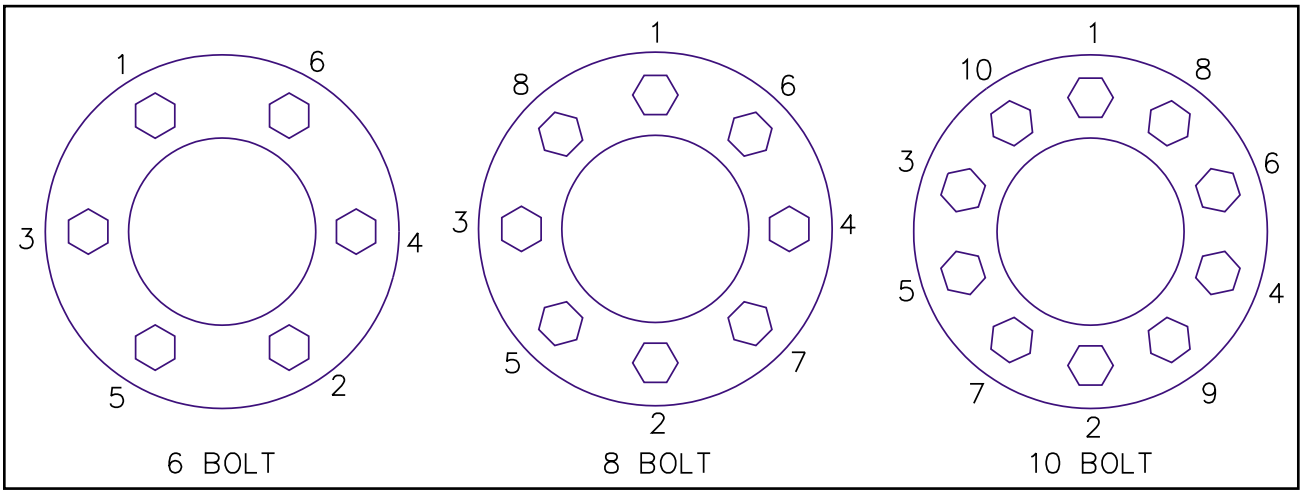

Figure 4-20 Stud Tightening Sequence
c. Install the inner capnuts on the studs and tighten to fifty foot-pounds using the sequence illustrated in **Figure 4-20**. Make certain that the left-handed threads are installed on the driver side of the vehicle and the right-handed threads are installed on the curbside of the vehicle.
d. Tighten the inner capnuts to full torque of 450 to 500 foot-pounds using the sequence shown in **Figure 4-20**.
f. Install the outer capnuts and tighten to 50 foot-pounds using the sequence in **Figure 4-20.** Then tighten to full torque of 450 to 500 foot-pounds using the same sequence**.**